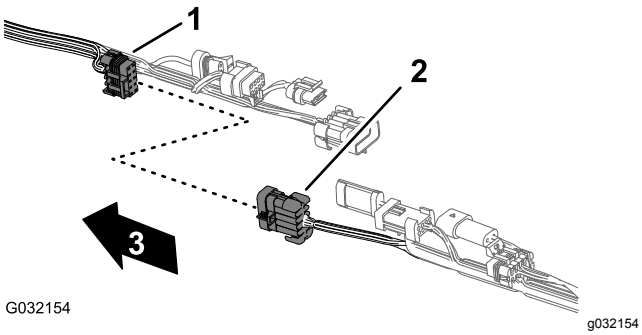
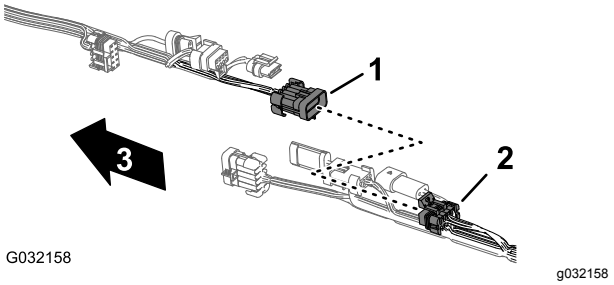

Figur 47
Figur 51
2. Koble fra de fem kontaktparene mellom fremre og bakre ledningssats, som vist i Figur 47 til Figur 51.